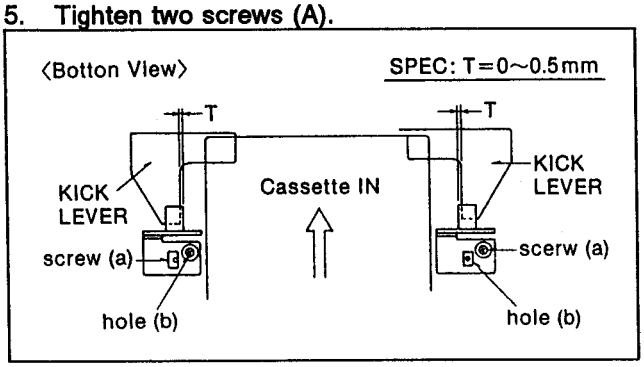

Fig. 6-31-1
1. Remove the Front Loading unit (Refer to item 2-3)
2. Insert a L cassette untill touching to the kick lever as shown in Figure 6-31-1.
3. Loosen two screws (A) and insert the eccentric screwdriver into hole (b).
5. Tighten two screws (A).